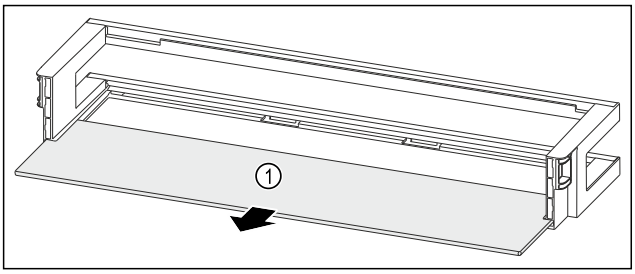

Fig. 96 Raft montat pe ușă cu raft
▶ Extrageți raftul *Fig. 96 (1)*.